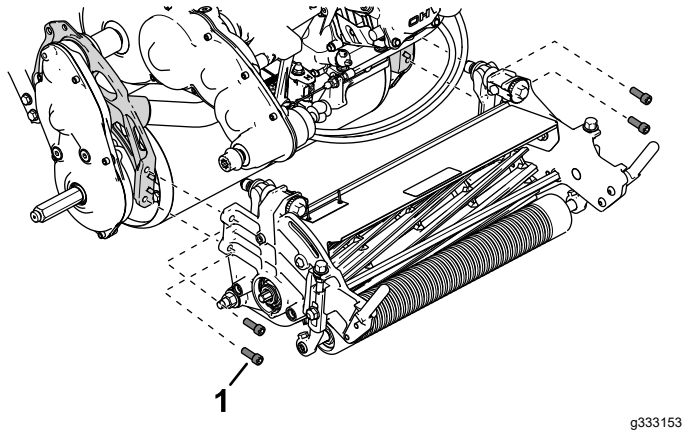

Figur 4
3. Bruk fire skruer med innvendig sekskant for å montere klippeenheten til rammen (Figur 4).